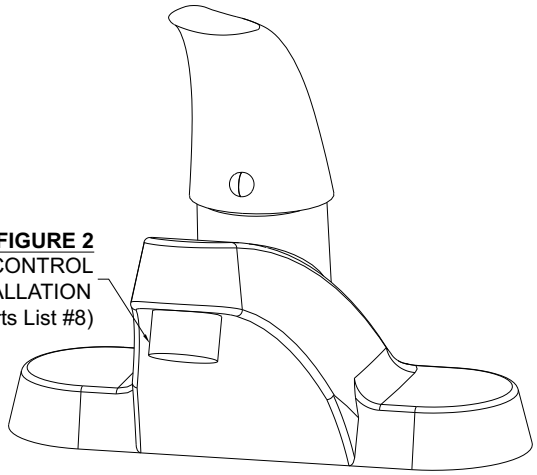

FIGURE 2
6. **High-Limit Thermostat -** Shut off power on breaker. Remove cover. Push in reset button on module. Refer to Figure 2 for location. Reinstall cover. Turn on breaker. If problem persists, contact factory.